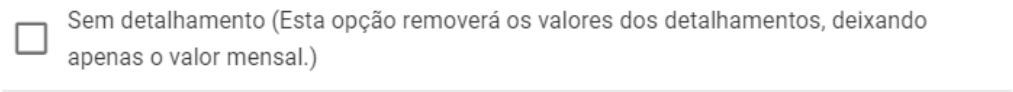

Figura 334: Sem Detalhamento
* **Sem Detalhamento (Figura 334):** Ao marcar esta caixa de seleção, o sistema removerá todos os valores existentes no painel de detalhamento para os meses selecionados, aplicando o ajuste exclusivamente no valor mensal total.